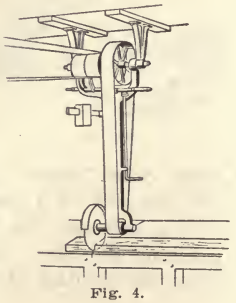

Fig. 4.
7. **Trimming.**—A trimmer or cut-off saw is used to trim the ends of the boards square and to the proper length. See Fig. 4. In large mills, a "jump saw" is used for cutting boards to length and it can be set to cut at any desired length. Usually, lumber is trimmed 1 inch longer than the specifications so that it may be trimmed again, if necessary. Thick timbers are trimmed with a "butting saw."
12. Cut-Off Sawing.—Cutt-off sawing can be done on a saw bench, but ordinarily where a number of pieces are to be cut to the same length, as in furniture, sash, door, and box work, a special cut-off saw is employed. Cut-off saws are arranged for either single or double cutting. The saw or saws are first properly adjusted. A board is placed on the carriage against the gage set for the proper length and it is moved into the saw which then does the cutting. A swing saw is used where it is more convenient to hold the lumber stationary. The board is held firmly against a fence, at right angels to the face of the saw, with one end against a properly set stop. The saw is swung forward, cutting through the wood. See Fig. 4.